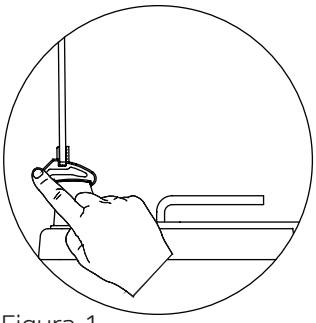

Figura 1
1. Como se muestra en la figura 1, la puerta de vidrio puede cerrarse presionando con un dedo el pestillo situado en la abrazadera de plástico.